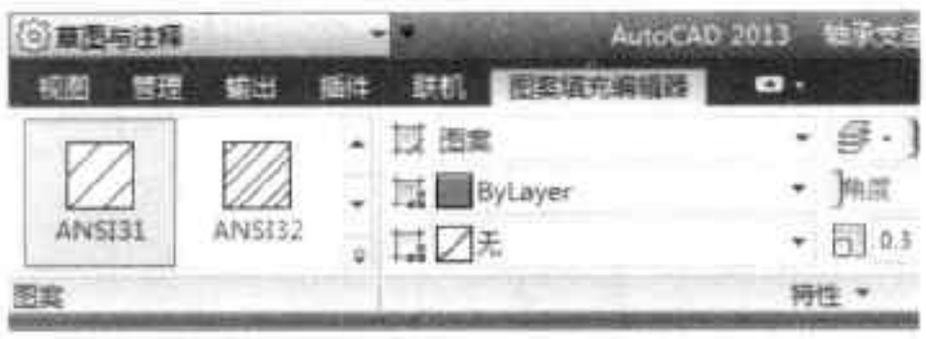

图21-100 选择填充图案
Step 21 执行“图案填充”命令，选择图案，并设置填充比例，如图 21-100 所示。